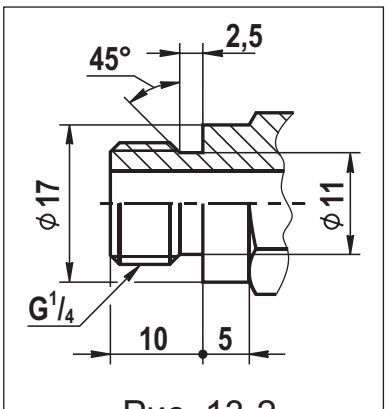

Рис. 13-2
10. Для подключения датчиков-реле давления или других устройств и приборов в корпусе клапана предусмотрены отверстия с резьбой G1/4, закрытые заглушками (кроме клапанов серии ВФ). Рекомендуемая форма конца присоединяемого штуцера, предназначенного для подсоединения датчика-реле давления и вкручиваемого в корпус клапана, приведена на рис. 13-2. Применяемое для уплотнения соединения - кольцо резиновое 014-017-19 ГОСТ 9833 ($d_{внутр.}$=13,6 мм; s=1,9 мм). Для уплотнения резьбы в месте подключения приборов используйте ленту ФУМ или аналогичный уплотняющий материал.